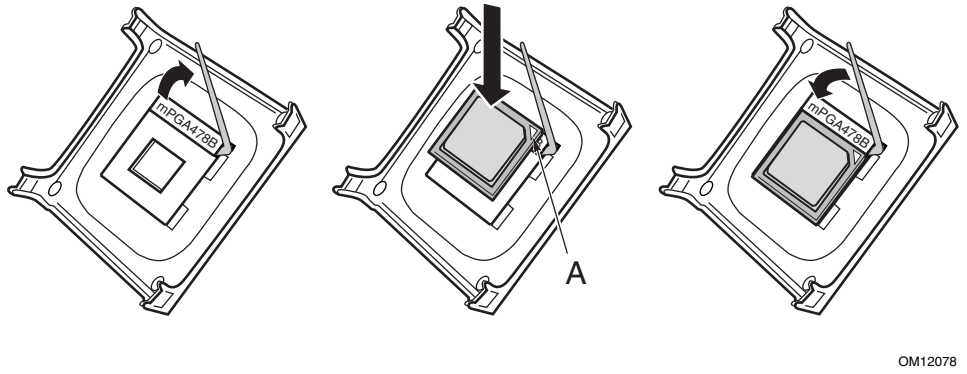

Figure 5. Installing a Processor
3. Install the processor so that the corner with the triangle marking (A) is aligned with the corner where the lever is attached to the socket (see Figure 5).